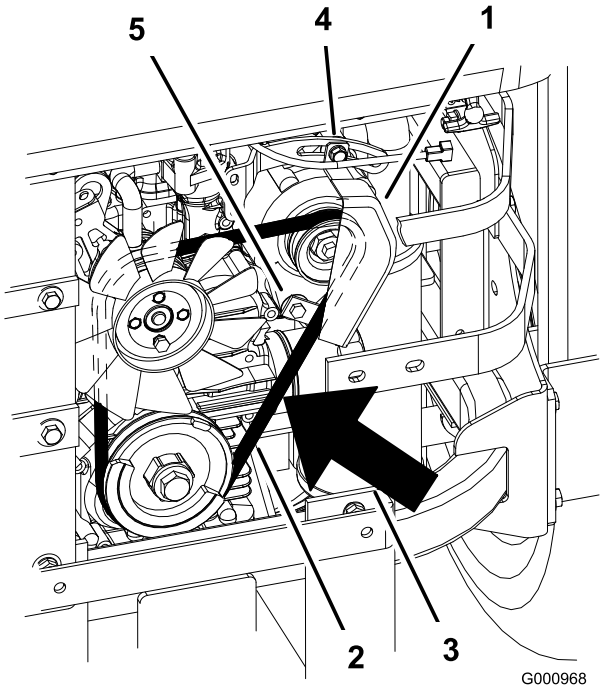

Figur 62
7. Lossa den nedre bulten och ta bort den övre bulten som håller fast generatorn och kåpan (Figur 62).
9. Montera en ny rem runt remskivorna och generatorn (Figur 62).
14. Dra åt den nedre bulten och montera den övre bulten som håller fast generatorn och kåpan (Figur 62).
2. Justera generatorn mot utsidan tills remmen har en nedböjning på 7 till 9 mm mellan motorn och generatorremskivorna med 10 kgf kraft (Figur 62).
5. Dra åt den nedre och övre bulten om nedböjningen är korrekt (Figur 62).